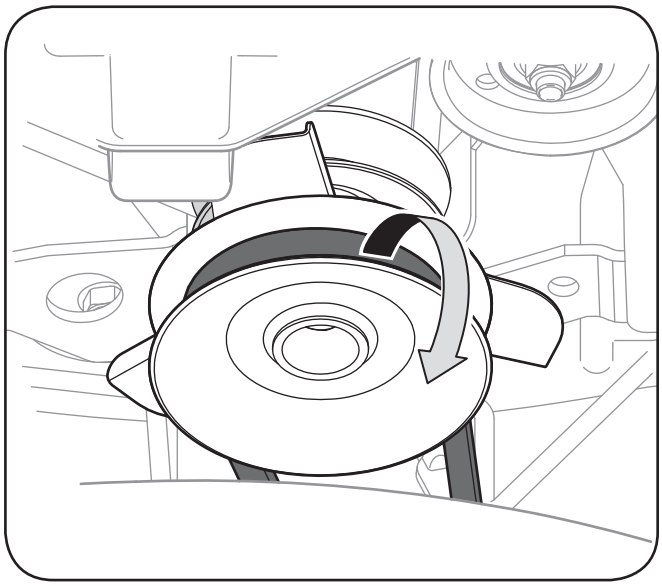

Figure 7-2
3. Dégagez la courroie de la poulie d'entraînement de la p. d. f., comme à la Figure 7-2. Roulez un côté de la courroie pour la dégager de la poulie, puis continuez jusqu'à ce qu'elle soit complètement dégagée de la poulie.
4. Tirez la courroie vers l'arrière du tracteur et dégagez-la du support du guide de la courroie. Voir la Fig. 7-2.
8. Faites passer la courroie du plateau de coupe dans le support du guide de courroie, puis sur la poulie d'entraînement de la p. d. f., comme à la Fig. 7-2.
4. Dégagez la courroie de la prise de force de la poulie motrice du tracteur . Voir la Figure 7-2.